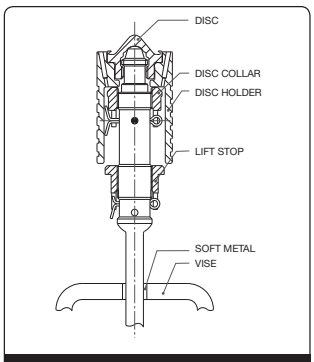
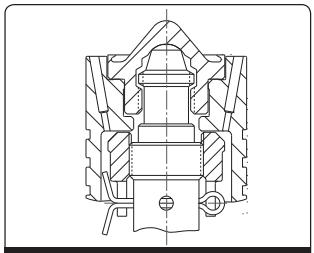

Figure 7: Spindle Disassembly
Figure 13
10. To remove the disc and disc holder from the spindle, first insert the spindle into a vise (see Figure 7) being careful not to damage the threaded end of the spindle. Then, lift up on the disc holder and turn the disc/disc holder counterclockwise to engage the "drop-thru" threads. Once the threads are engaged, release the disc holder and continue to unthread and remove the disc. After the disc is removed, lift disc holder from the spindle.
f. Place the disc holder on the spindle, allowing it to rest on the face of the disc collar as previously shown in Figure 7 on Section XI.B. Then assemble the disc holder and new disc. The disc should be free enough to rock on the spindle tip. If there is no freedom, lower the disc collar until the disc is free to rock slightly initially, approximately .001 to .002" (0.25 to .05 mm) rock. The disc collar must then be lowered two additional notches from this initial position and secured with a stainless steel cotter pin. (See Figure 13).